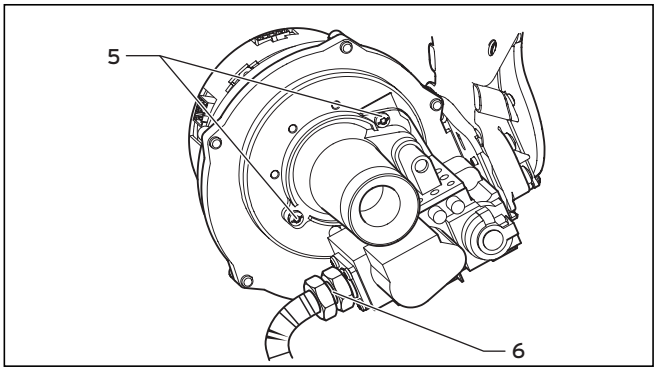

Afb. 10.3 Schroefverbinding gasblok/ventilator
- Maak de gasleiding op het gasblok los (**6**, afb. 10.3).